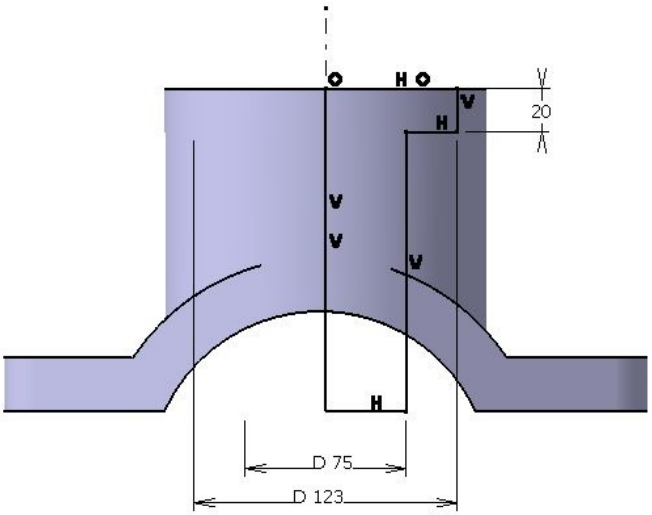

Figure 5-64 *Sketch of the fourth feature*
d. Create the fourth feature, which is a groove feature, refer to Figures 5-64 and 5-65.
2. Draw the sketch, as shown in Figure 5-64, and exit the **Sketcher** workbench.